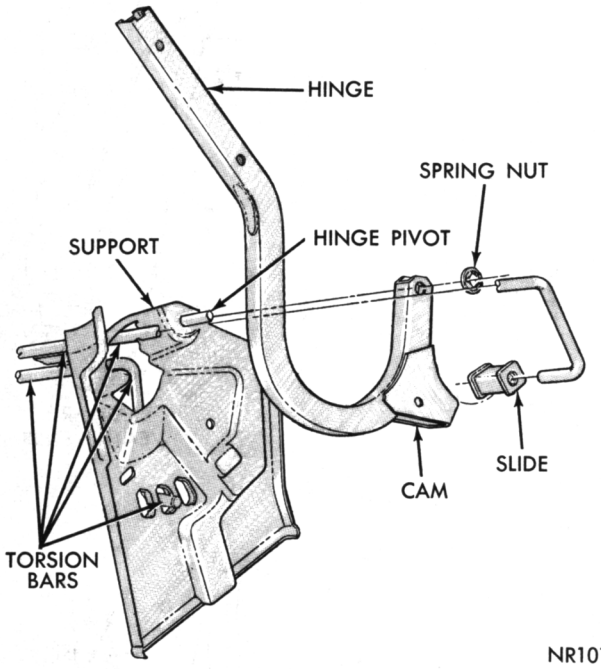

Fig. 64—Deck Lid Hinge and Torsion Bars
The deck lid hinges (Fig. 64) permit only a very
(1) Remove the deck lid assembly.
(2) Disengage the torsion bar roller from hinge being removed. Use care when disengaging torsion bar as it is under a load.
(3) Remove spring nut (Fig. 64) retaining hinge to hinge bracket and remove hinge.
(1) Remove torsion bar (underspring load) from adjustment slot (Fig. 64).
(2) Unwind torsion bar.
(3) Unhook torsion bar from support bracket.
(4) Push torsion bar out of roller in hinge arm and remove from hinge support.